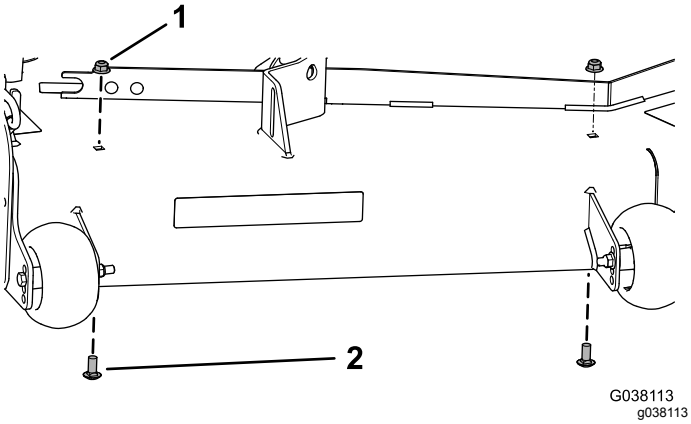

Rysunek 15
1. Zdemontuj 2 dotychczasowe nakrętki kołnierzowe (⅜ cala) oraz 2 śruby podsadzane (⅜ x ⅞ cala) z podwozia tnącego kosiarki (Rysunek 15).